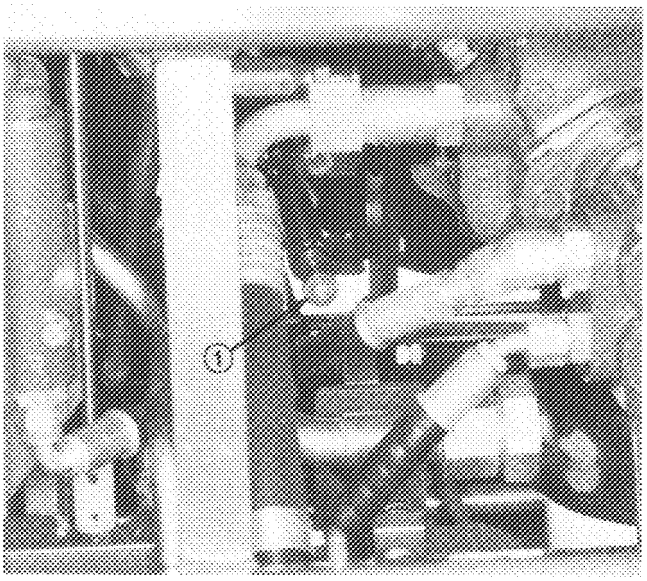

Figure 18
Normally, traction pedal adjusting knob (Fig. 18) should be screwed in fully. For trimming or quicker pedal response, unscrew the adjusting knob 1 to 2 clicks.
4. Rotate traction pedal adjusting knob clockwise to increase pressure (slower response) and counter-clockwise to decrease pressure (quicker response) (Fig. 18).